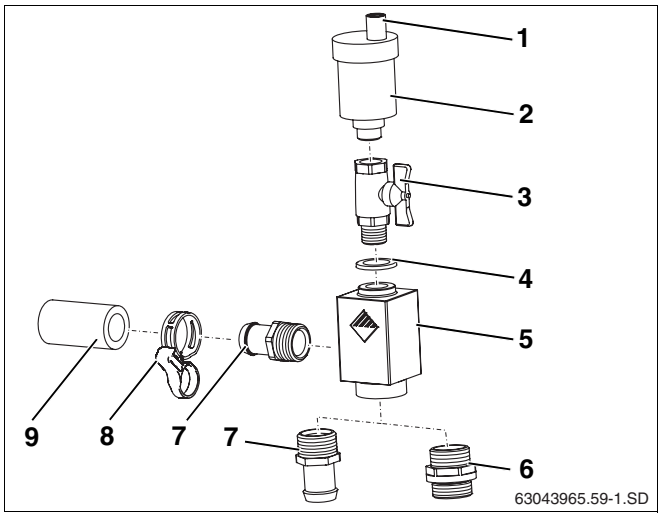

Afb. 59 Ontluchterset universeel
Het zonnesysteem wordt ontlucht langs de geopende schroef. Opdat er geen vocht zou kunnen binnendringen in het zonnesysteem langs de geopende schroef, moet er zich bij de werking van de installatie steeds een beschermkapje (weersomstandigheden) (afb. 59, **pos. 1**) bevinden op de schroef.
Leveringsomvang ontluchtingsset universeel (afb. 59):